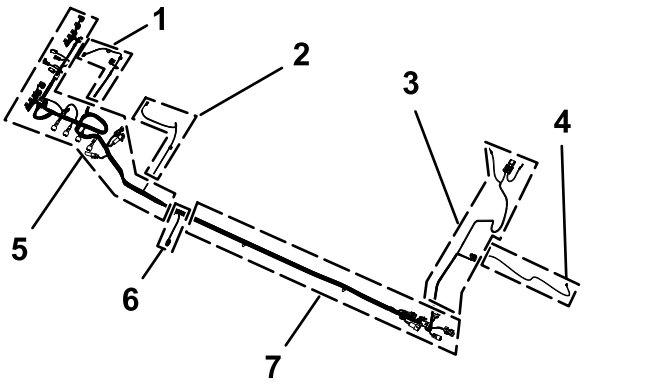

Figur 83
1. Leta rätt på det nya elkablagets 165 cm och 203 cm långa delar (Figur 83).